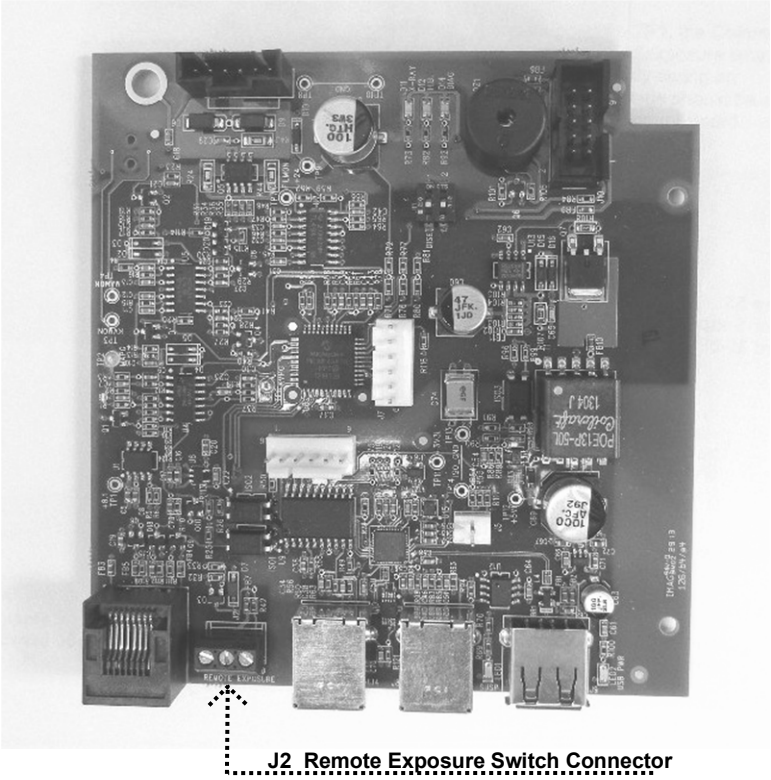

Figure 68 Logic Board 30-08160
1. If the Operator Panel indicator does not sound, inspect the condition of any remote exposure switches. Substitution is the preferred method to test these switches, although a jumper wire can be applied across the contacts of J3, shown in *Figure 68*, on the Logic Board momentarily to simulate an exposure switch closure.